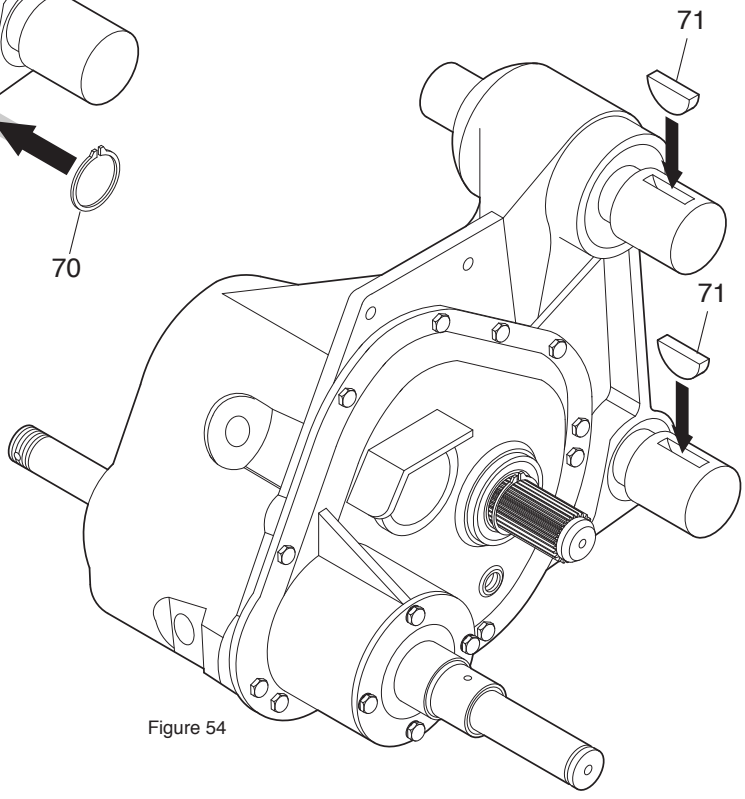

Figure 54
Install a key #T2712734P (item 71) on each of the shafts as shown in figure 54.